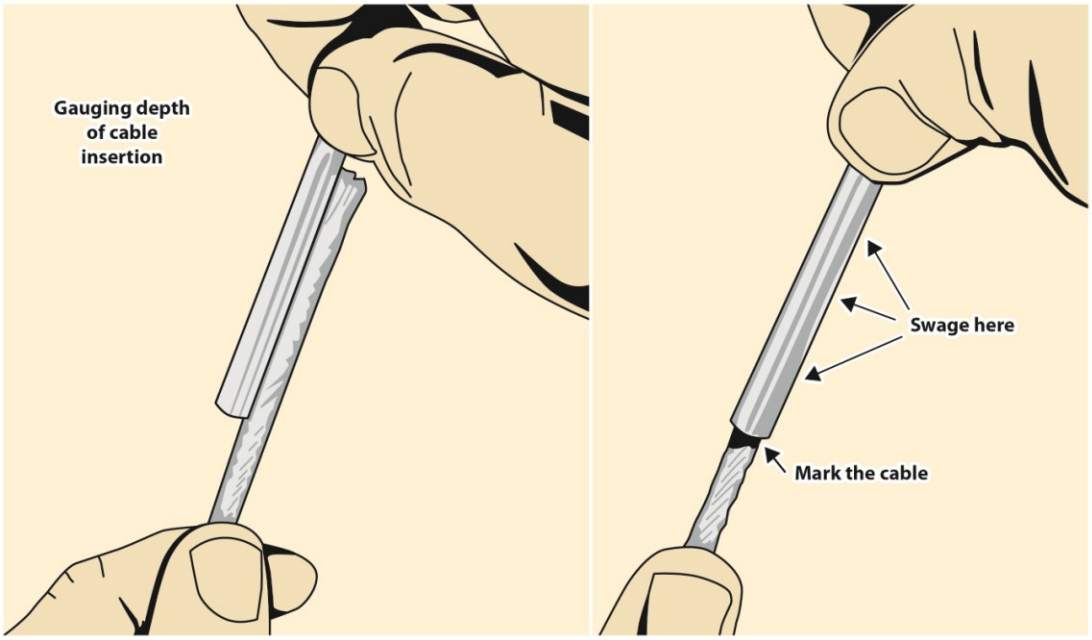

Fig 8
– Using a black marker, mark the cable to provide a visual reference that the cable remains fully seated down inside the fitting and does not slip out (Fig. 8).